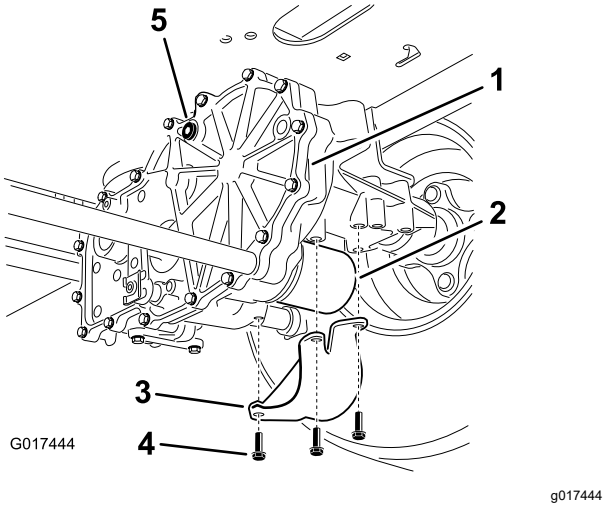

**Figur 70**
4. Find filteret og skærmene på hver transakseldrivsystem (Figur 70).
5. Fjern de tre skruer, der fastgør filterafskærmningen og afskærmningen (Figur 70).